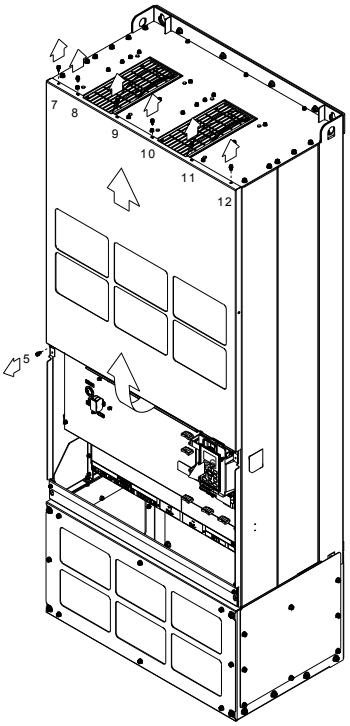

Figure 2
2. Loosen the screw and remove the top cover (figure 2).